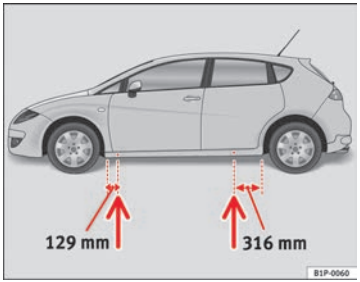

Fig. 158 The jacking points
– Locate the jacking point under the door sill closest to the wheel to be changed ⇒ fig. 158.
Recesses at the front and rear of the door sills mark the jacking points ⇒ fig. 158. There is only one jacking point for each wheel. Do not fit the jack anywhere else.